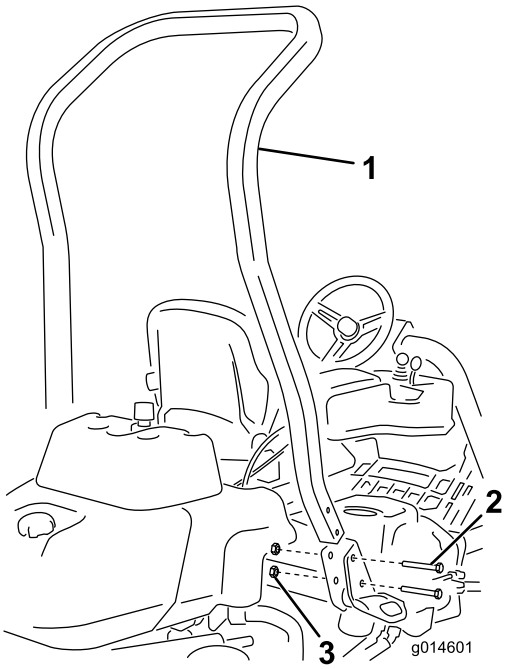

**Figur 3**
3. Monter veltebøylen i lommene på hver side av maskinen ved bruk av fire bolter (1/2 x 3 3/4 tommer) og fire flensmuttere (1/2 tomme) (Figur 3)